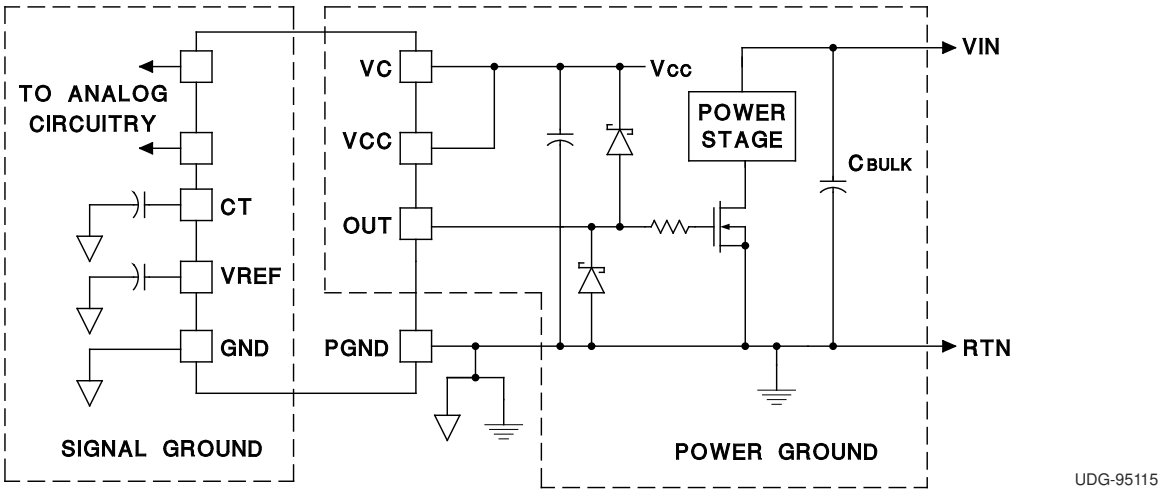

図 7-10. Ground Planes Diagram
Each totem pole output of the UC3823A and UC3823AB, UC3825A, and UC3825B can deliver a 2-A peak current into a capacitive load. The output can slew a 1000-pF capacitor by 15 V in approximately 20 ns. Separate collector supply (VC) and power ground (PGND) pins help decouple the device's analog circuitry from the high-power gate drive noise. The use of 3-A Schottky diodes (1N5120, USD245, or equivalent) as shown in the 図 7-10 from each output to both VC and PGND are recommended. The diodes clamp the output swing to the supply rails, necessary with any type of inductive/capacitive load, typical of a MOSFET gate. Schottky diodes must be used because a low forward voltage drop is required. DO NOT USE standard silicon diodes.